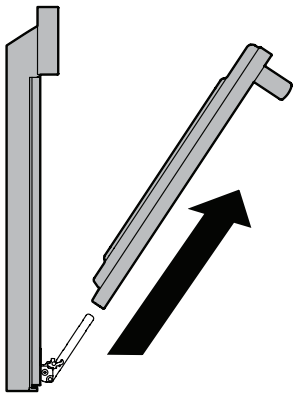

Figure 23: Enlever la porte
4. Tirez le bas de la porte vers vous tout en faisant tourner le haut de la porte vers l'appareil pour dégager complètement les leviers de charnière (Figure 23).
1. Tenez fermement les deux côtés de la porte. N'utilisez pas la poignée de la porte (Figure 23).